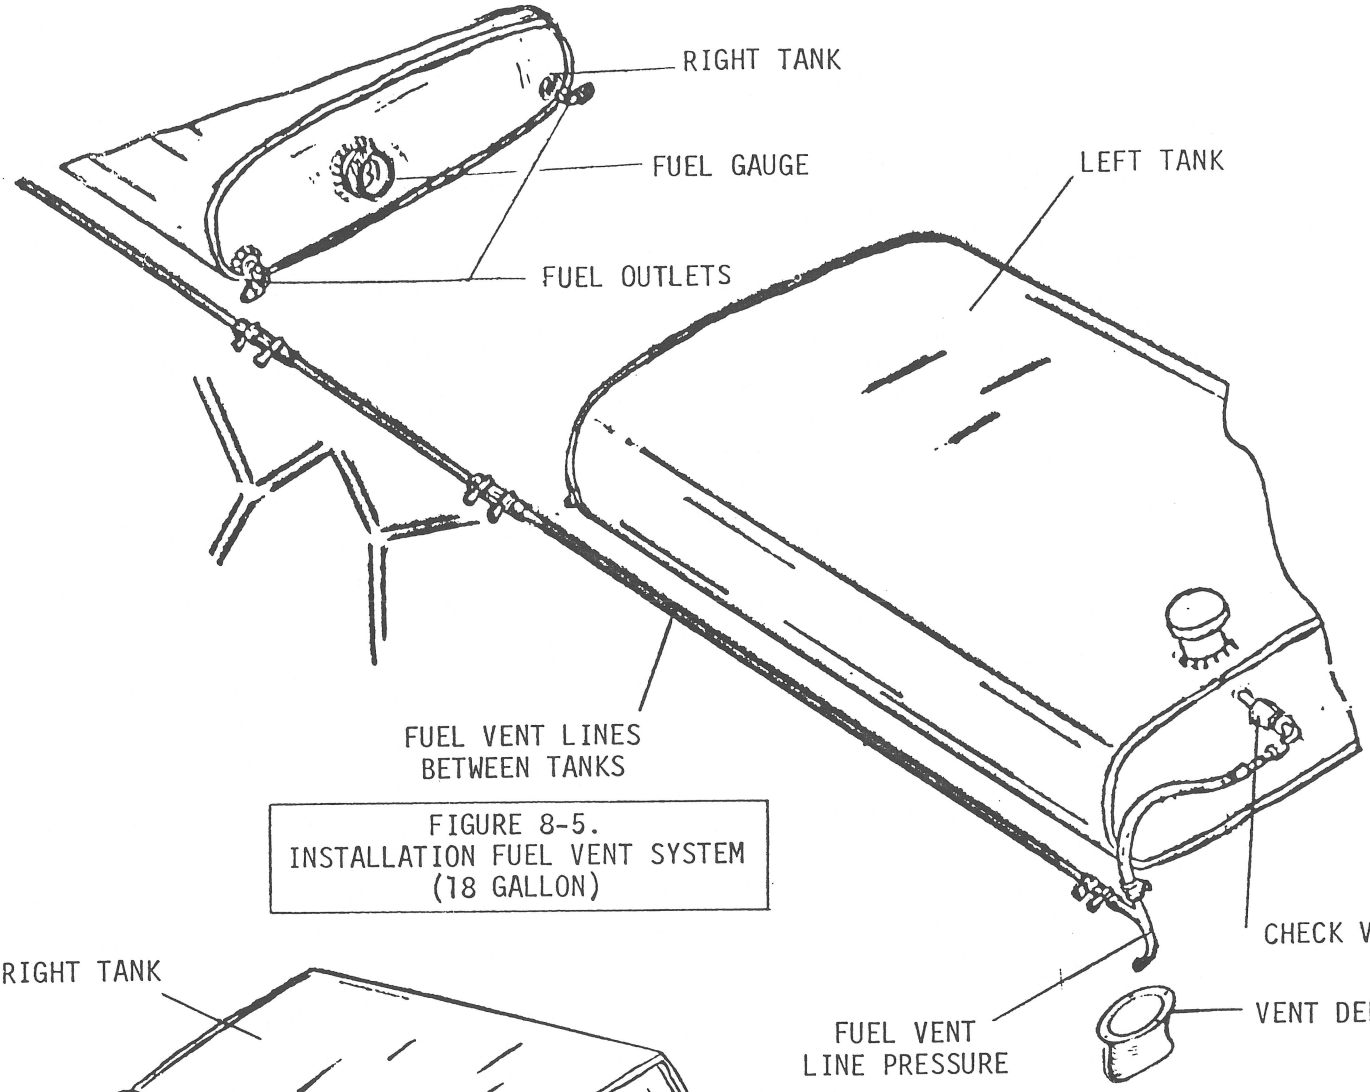

FIGURE 8-5.
8-4. FUEL VENT SYSTEM (See Figure 8-5 or 8-6)
a. On 18 gallon fuel tanks, (See Figure 8-5) the fuel vent system consists of inter-connected lines between tanks. Check valves are located at outboard ends of each tank. Ram air pressure is obtained from forward pointing vent below the left wing. Maintenance of the system is unnecessary except to check for leaks, plugged lines or inoperative check valves. Model 7KCAB utilizes a 1/8 header tank vent which terminates at left tank check valve.